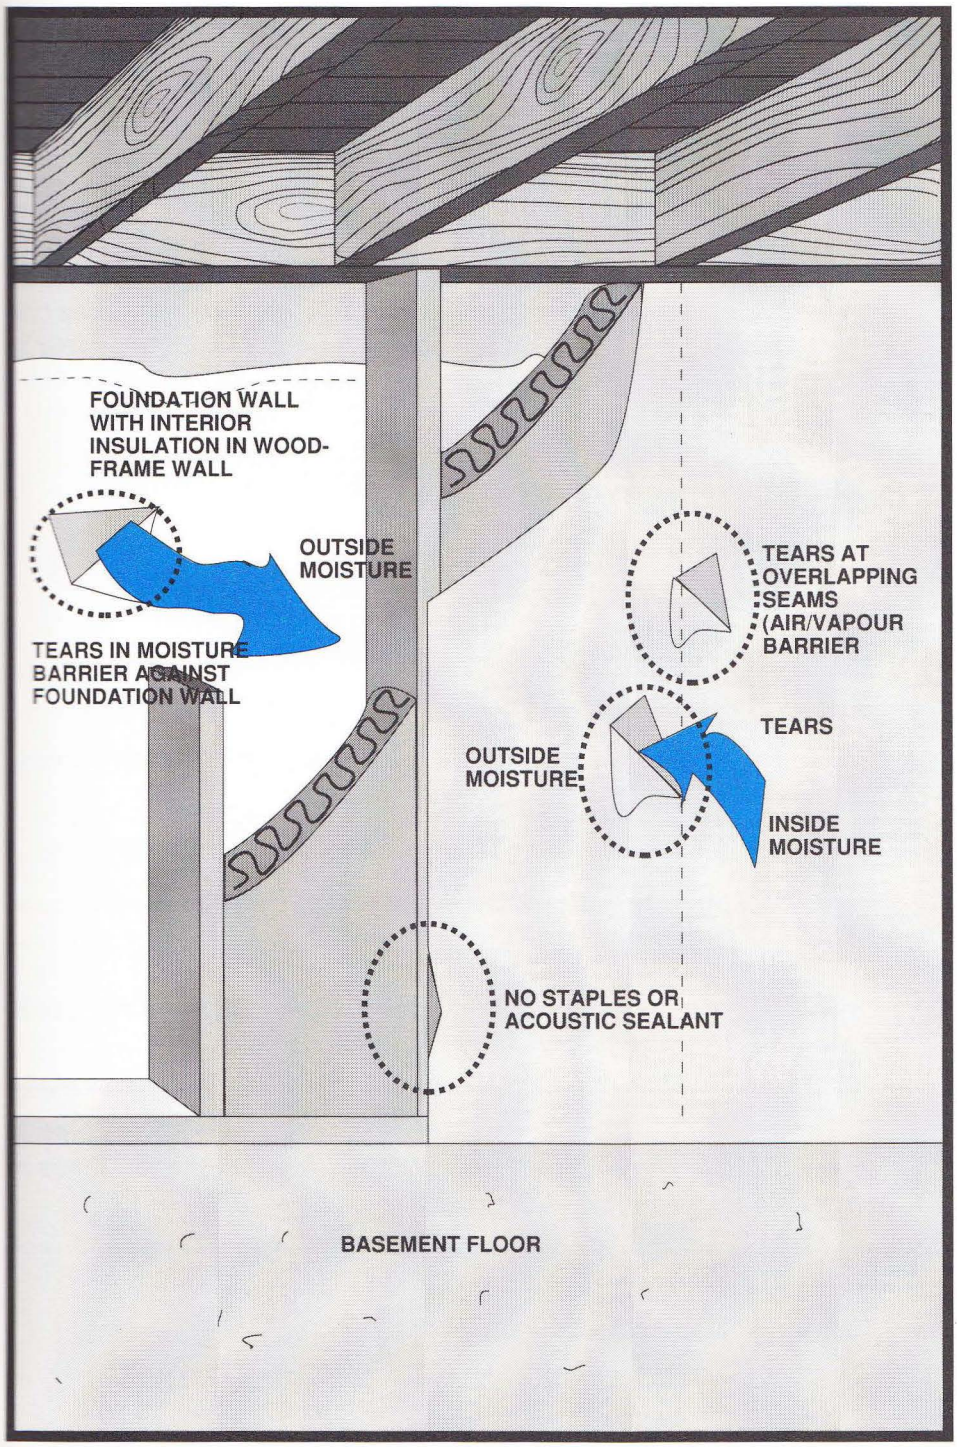

**FIGURE 26**
- If the basement walls are insulated but are not finished with plywood panelling or drywall, it is possible to check for rotting wood studs, wet insulation and excessive tears in the air/*vapour retarder*, and for areas that are not properly sealed (such as electrical outlets and panels, plumbing and joist ends). (See Figure 26.)